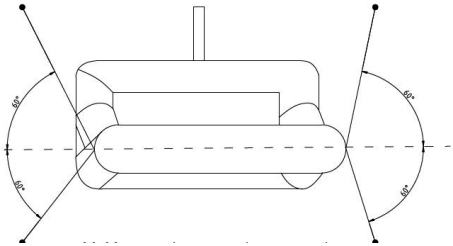

Fig. 3 : Fixation de l’écran
Utilisez les accessoires de fixation (D) pour fixer la toile et éviter tout renversement. Passez les piquets dans les boucles de la partie inférieure du cadre et ancrez-les solidement dans le sol. Attachez les cordes aux boucles supérieures et tendez-les vers le bas à un angle d‘environ 60° chacune (fig. 3).